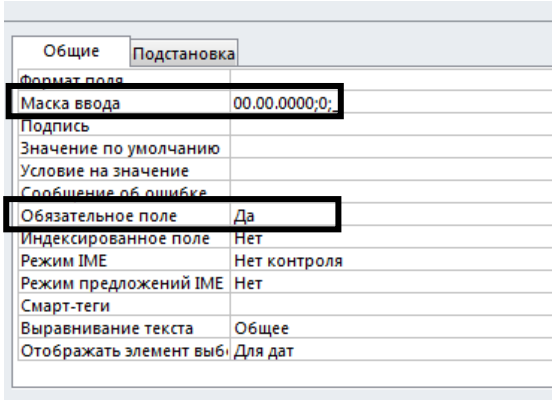

Рис. 2.35. Свойства поля *№ накладной*
3.2. Свойства поля *Дата* (рис. 2.35).